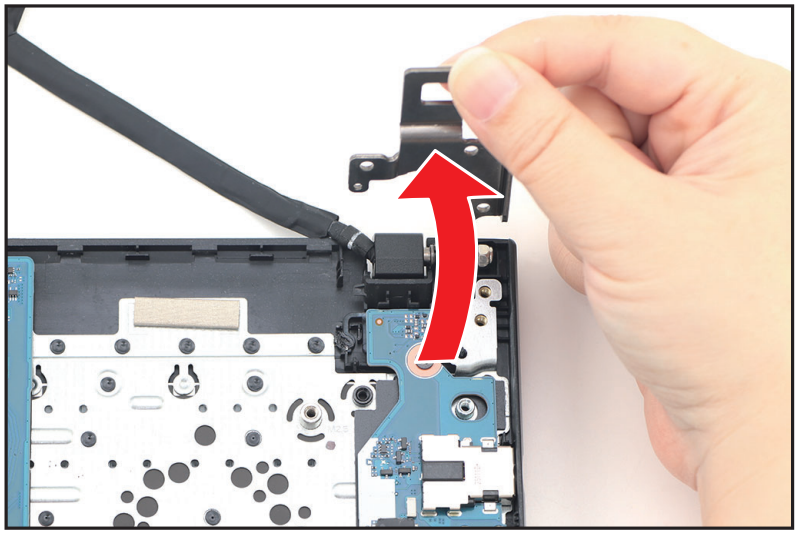

Figure 1-39. Mainboard Removal
3. Lift the LCD hinge until it is fully extended (Figure 1-39).